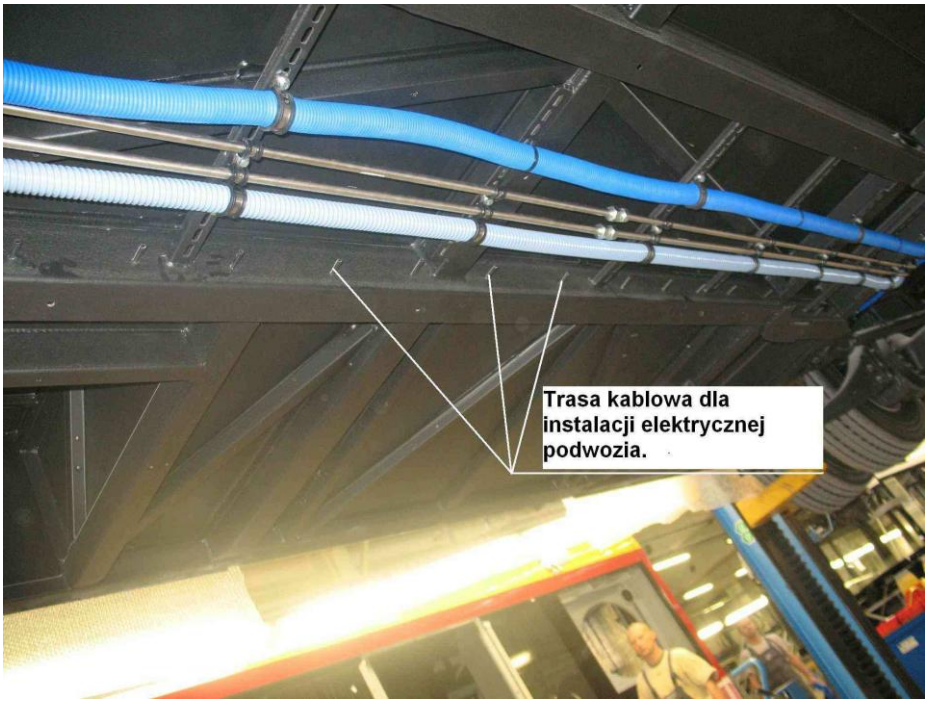

Rys. 3. Trasa kablowa podwozia pojazdów – zgrzewane kołki gwintowane.
c) zgrzewane kołki gwintowane do podwozia pojazdów – rys. 3.